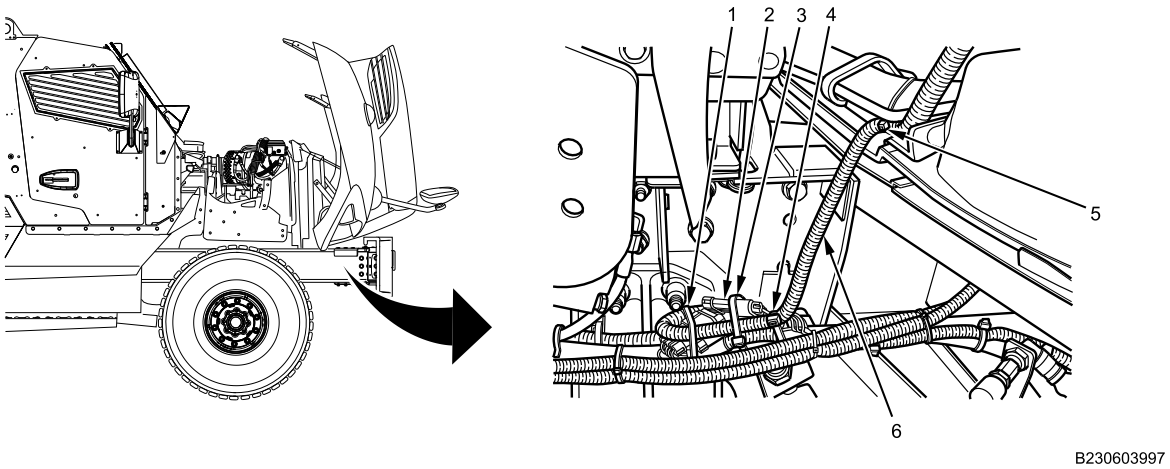

Figure 1. Headlamp and Turn Signal Harness Connector.
1. Remove and discard four cable lock straps (Figure 1, Item 1, 3, 4, and 5) from headlamp and turn signal harness (Figure 1, Item 6).
2. Disconnect headlamp and turn signal connector (Figure 1, Item 2).